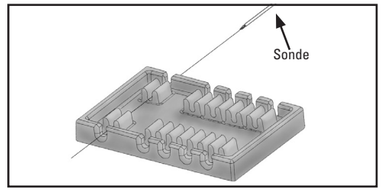
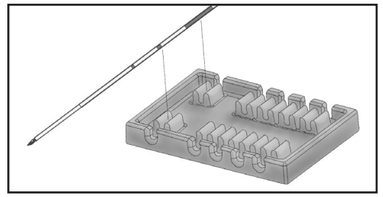

Abbildung 1
Abbildung 2
3. Befestigen Sie den Abstandshalter an der ersten Sonde, indem Sie die Sonde entweder hindurch schieben (siehe Abb. 1) oder lassen Sie den Abstandshalter auf die Sonde schnappen (siehe Abb. 2).
4. Befestigen Sie die zweite Sonde im Abstandshalter, indem Sie die Sonde entweder hindurch schieben (siehe Abb. 1) oder lassen Sie den Abstandshalter auf die Sonde schnappen (siehe Abb. 2).